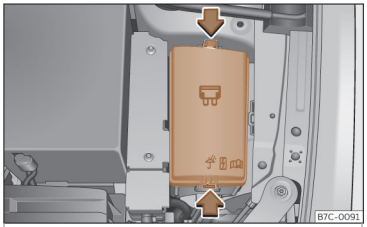

Fig. 47 En el vano motor: tapa de la caja de fusibles.
- Presione las pestañas de bloqueo para desbloquear la tapa de la caja de fusibles ››› fig. 47.